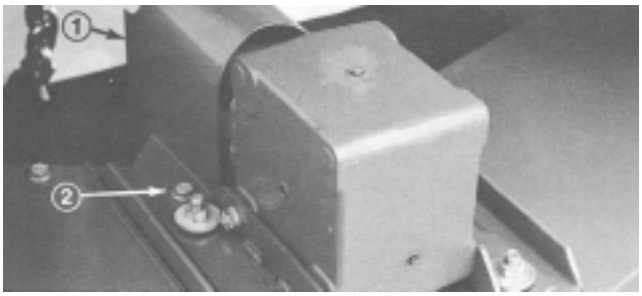

Figure 10
2. Remove two self–tapping screws holding PTO shield to top of gear box mounting plate (Fig. 10). Move cutting unit into position in front of traction unit.